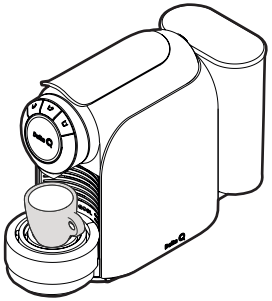

Fig. 8: Place espresso coffee cup.
- Put an espresso coffee cup on the cup tray under the extraction nozzle (see **Fig. 8**).
- Put a coffee cup on the cup tray under the extraction nozzle (see **Fig. 8**).